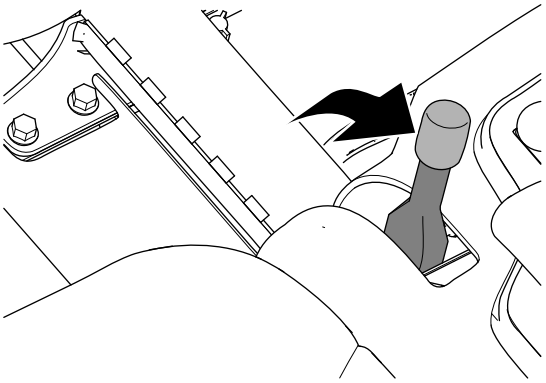

Figur 28
2. Sett på parkeringsbremsen (Figur 28).